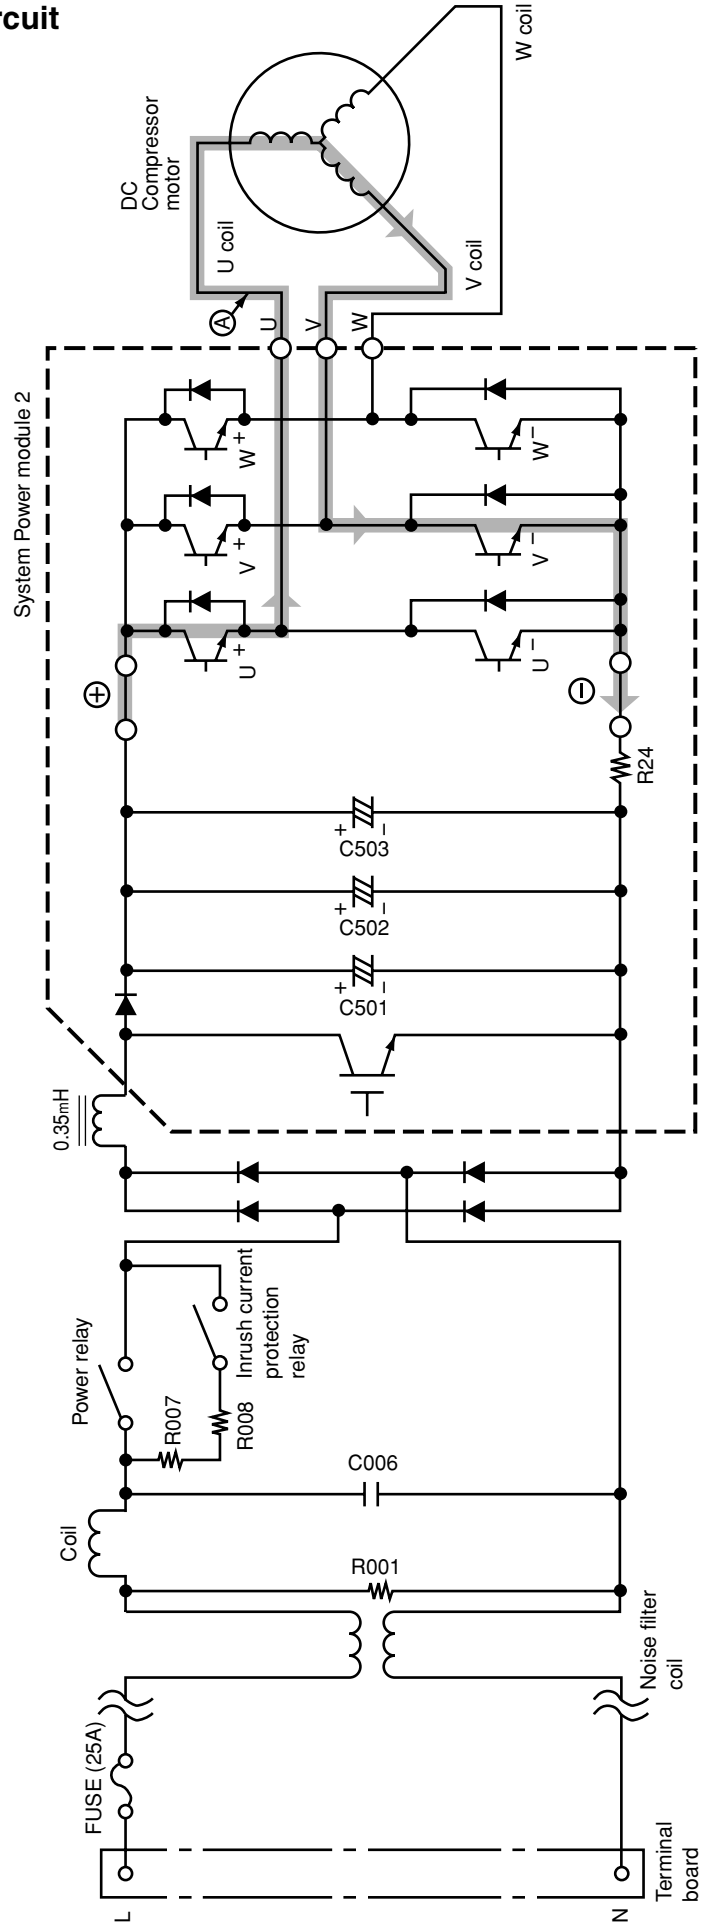
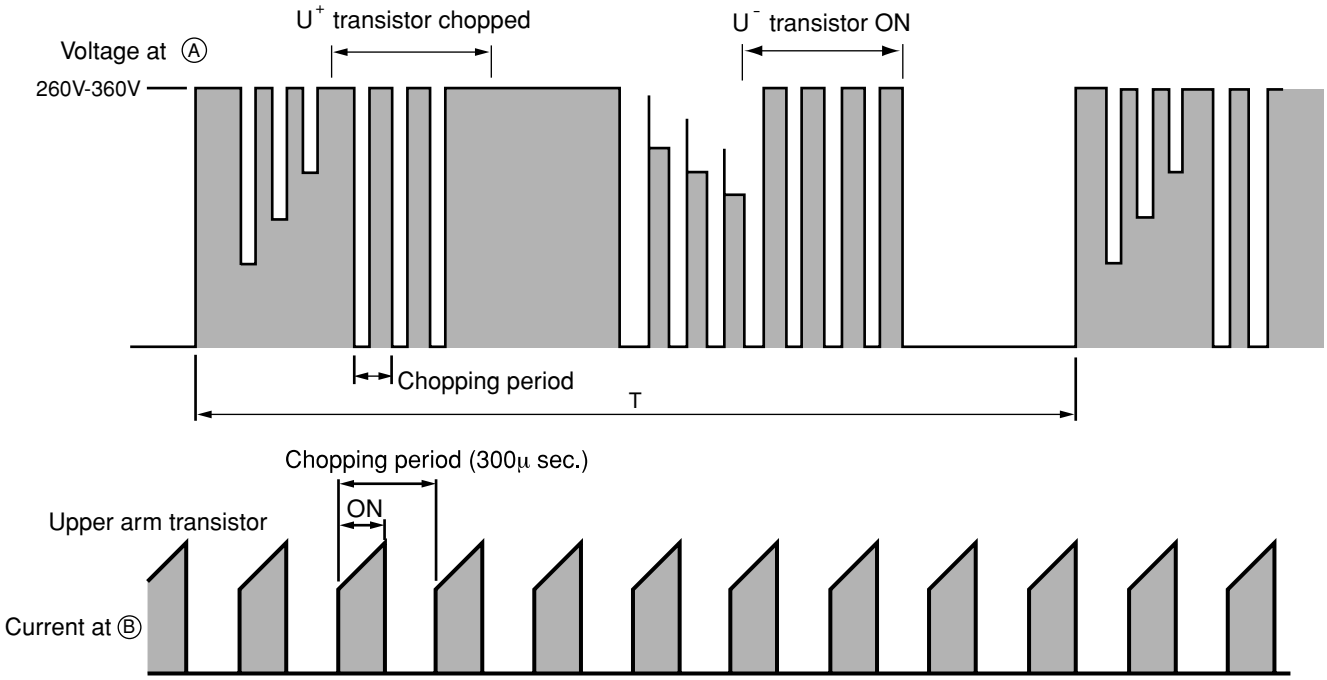

Fig. 3-1 Power module circuit (U^+ is ON, V^- is ON)
Fig. 3-3 Voltage waveform at each point
- Fig. 3-1 shows the system power module and its peripheral circuit.
[At point E: U^+ is ON, V^- is ON (circuit in Fig. 3-1)
- Fig. 3-3 shows voltage waveform at each point shown in Figs. 3-1 and 3-4. First half of upper arm is chopper, second half is ON, and first half of lower arm is chopper, second half is ON.
(1) When U^+ transistor is ON: U^+ transistor → U coil → V coil → V^- transistor → DC current detection resistor → Point Ⓑ (Fig. 3-1)
- Since current flows at point Ⓑ only when U+ transistor is ON, the current waveform at point Ⓑ becomes intermittent waveform as shown in Fig. 3-3. Since current at point Ⓑ is approximately proportional to the input current of the air conditioner, input current is controlled by using DC current (Id) detection resistor.